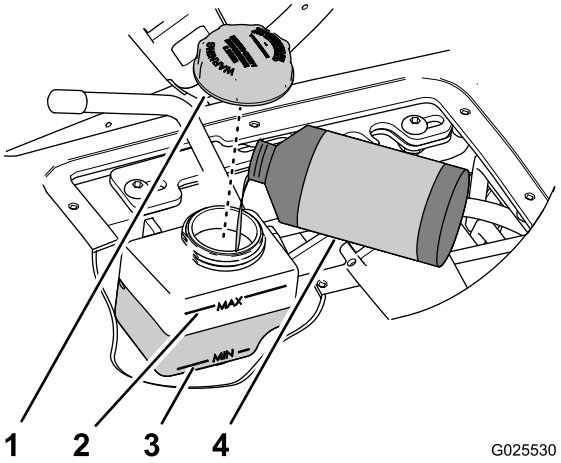

Figur 71
4. Kontrollér væskestanden i beholderen for hastighedskontrolcylinderen (Figur 71).
A. Tør området omkring dækslet til beholderen (Figur 71).
B. Fjern dækslet fra beholderen (Figur 71).
C. Fyld den angivne væske for at hæve niveauet til midt mellem minimums- og maksimumsmærket på siden af beholderen (Figur 71).
D. Monter dækslet med hånden (Figur 71).